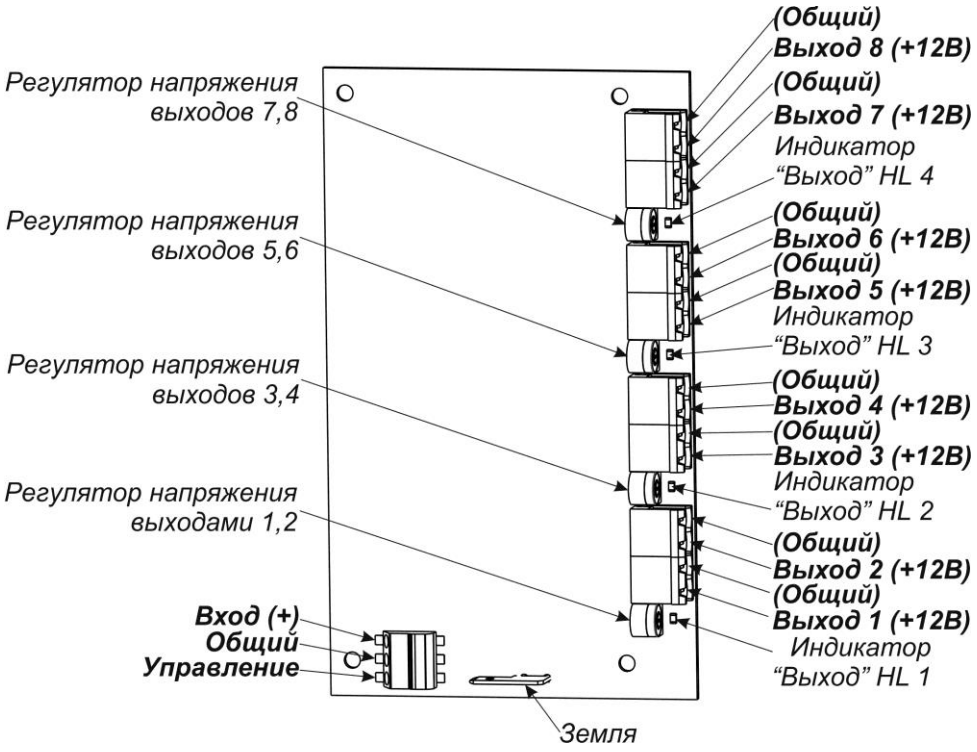

Рисунок 4 - Расположение органов коммутации, управления и индикации на плате преобразователя PN-V.8
При превышении током нагрузки любого выхода значения, указанного в п. 4 таблици 1 изделие переходит в режим защиты от перегрузки по току (КЗ). При этом изделие ограничивает ток соответствующей пары выходов, остальные выходы продолжают обеспечивать питание нагрузок. После устранения причин перегрузки по току (КЗ), нормальный режим работы пары выходов восстанавливается автоматически. Состояние каждой пары выходов отображается светодиодными индикаторами, установленными на платах преобразователей напряжения PN-V.8 см. рисунок 4.
- подключите подводящие провода нагрузок к клеммам «ВЫХОД», «ОБЩИЙ» плат преобразователей, минусовой провод – к клемме «ОБЩИЙ», плюсовой – к клемме «ВЫХОД» (см. рисунок 4);
- установите посредством регуляторов напряжения на каждой паре выходов необходимое значение напряжения (см. рисунок 4);